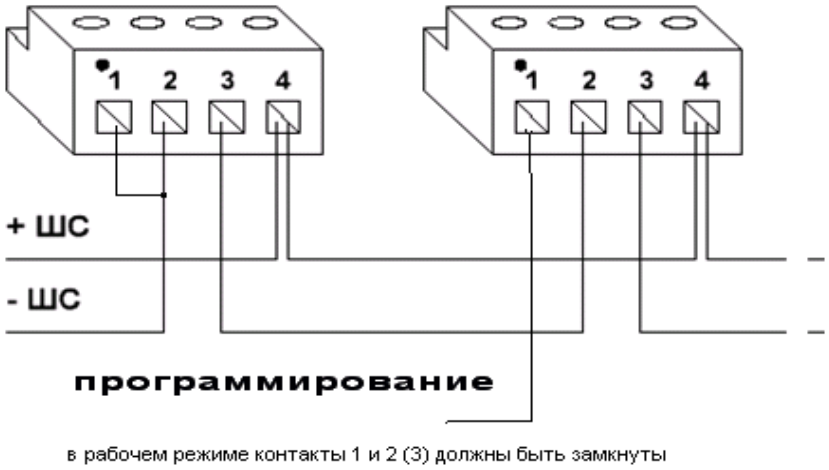

Рис.1
4.3. Подключите контакты разъема к АПКП по схеме на Рис.1